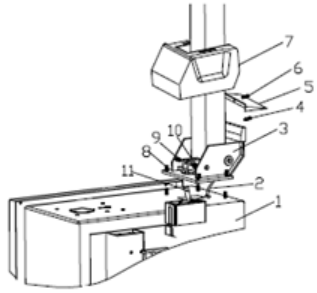

Rys. 3
2. Umieścić prowadnicę uchylną (3, Rys. 3) na korpusie (1, Rys. 3) za pomocą 4 śrub (M12), przełożyć wąż pneumatyczny (2, Rys. 3) przez otwór kolumny. Dokręcić 4 nakrętki samozabezpieczające (8, Rys. 3)
3. Włożyć śrubę (9, Rys. 3) w otwory kolumny i wału siłownika uchylnego (11, Rys. 3), dokręcić nakrętką samozabezpieczającą (10, Rys. 3).
4. Odkręcić dwie śruby na lewej pokrywie i zdjąć ją, podłączyć wąż pneumatyczny (2, Rys. 3) wspomniany wcześniej do bocznych otworów, które sterują uchylnym zaworem 5-drożnym. Przymocować lewą pokrywę.
5. Zamocować plastikową pokrywę (7, rys. 3) za pomocą dwóch śrub (4, rys. 3).
6. Zamontować plastikową pokrywę tylną (5, rys. 3) na kolumnie za pomocą śruby (6, rys. 3).